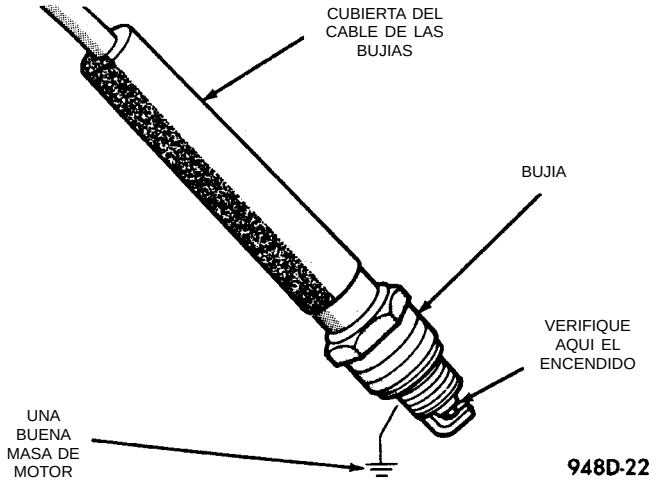

Fig. 17 Verificación de encendido
(1) Inserte una bujía nueva en la cubierta de bujía nueva. Conecte a masa la bujía al motor (Fig. 17). No lo sujete con la mano.
(2) Comience con el aislante de bobina Nº 1, retírelo de la bobina del DIS.
(3) Conecte el cable de bujía al borne de la bobina Nº 1. Verifique que la conexión sea buena; debe oírse un chasquido.
(4) Arranque el motor y verifique si hay encendido en los electrodos de la bujía.